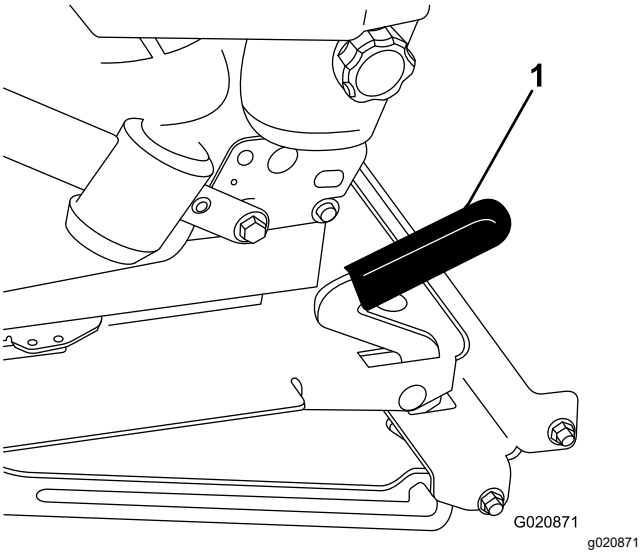

Figura 16
2. Per sbloccare il sedile tirate avanti l'apposito dispositivo di chiusura e sollevate (Figura 16).